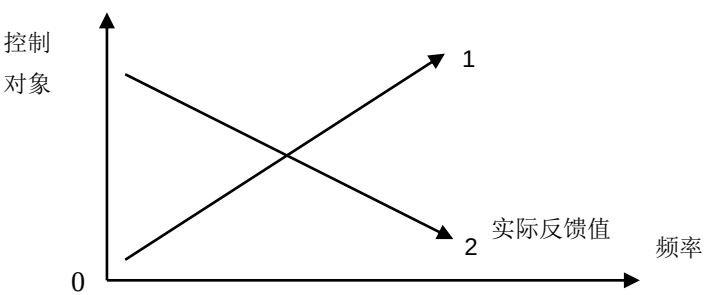

图 6-40 作用方向
- 在恒压供水系统中，当用水量增加时，需保持压力恒定，频率随之增加；反之，所需频率下降，如图 6-40 中 1 号线所示。
- 在冷却系统中，当反馈值大于设定值时，所需频率增加。反之，频率下降。如图 6-40 中 2 号线所示。